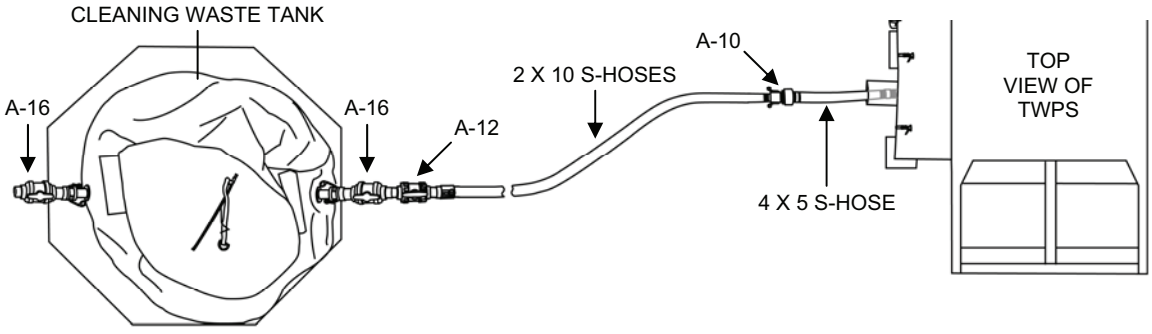

Figure 7. Cleaning Waste Hose Set-Up With the Cleaning Waste Tank.
2. Set up the Cleaning Waste Storage Tank if using (Figure 7).
4. Set up the waste hoses as follows (Figure 7):
c. If using the cleaning waste storage tank, set up the hoses as follows (Figure 7):